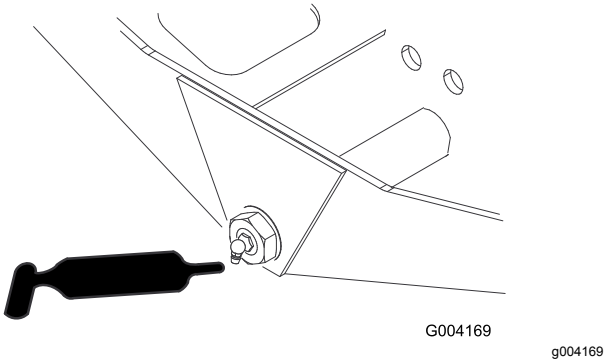

Figur 69
- Akselstyretap (1) (Figur 69)